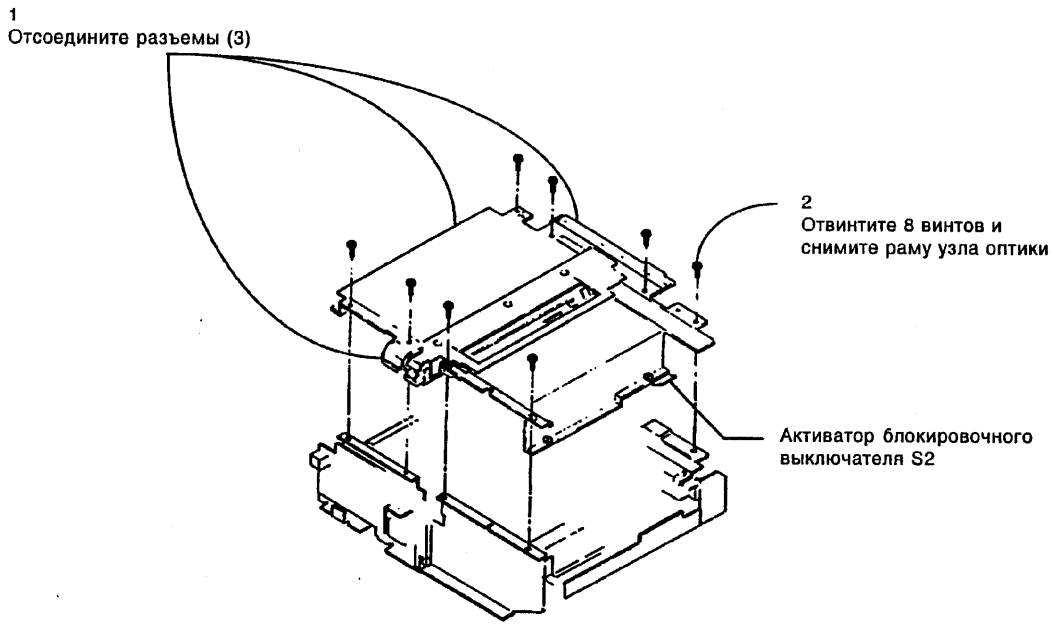

Рисунок 1. Снятие оптической рамы.
2. (рис. 1) Снимите раму оптики.